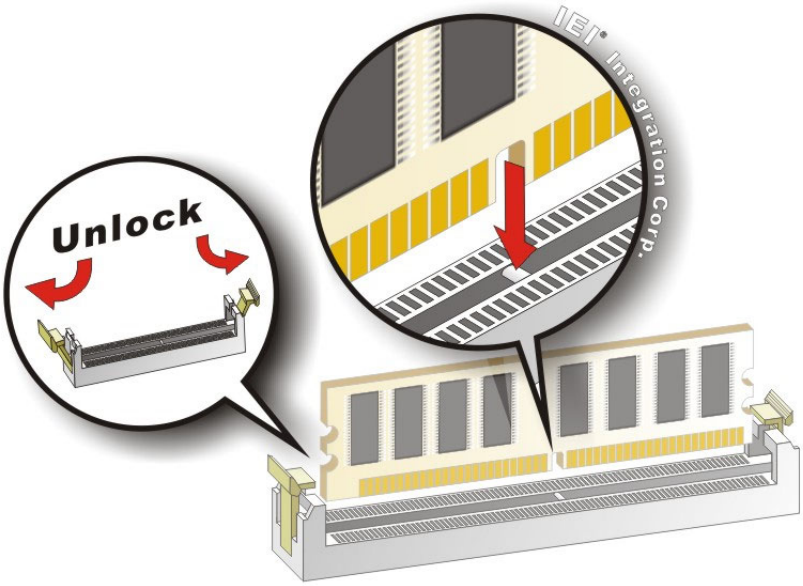

Figure 4-6: DIMM Installation
To install a DIMM, please follow the steps below and refer to **Figure 4-6**.
Step 1: **Open the DIMM socket handles**. Open the two handles outwards as far as they can. See **Figure 4-6**.
Step 2: **Align the DIMM with the socket**. Align the DIMM so the notch on the memory lines up with the notch on the memory socket. See **Figure 4-6**.
Step 3: **Insert the DIMM**. Once aligned, press down until the DIMM is properly seated. Clip the two handles into place. See **Figure 4-6**.